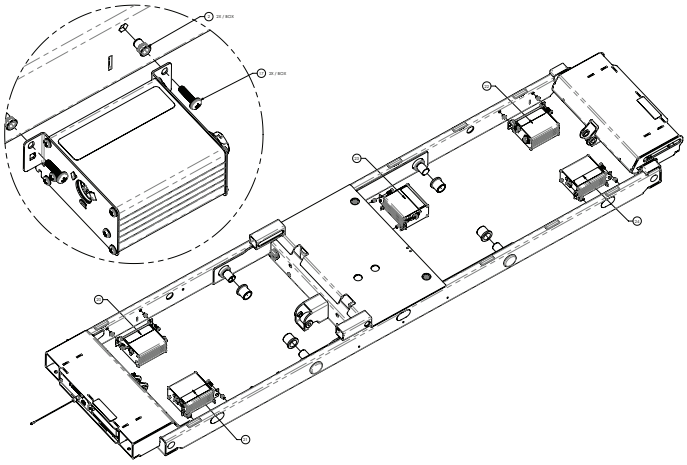

Figure 11 – Remplacement de l'ACB
7. À l'aide d'un tournevis cruciforme n° 2, retirer et conserver les deux vis (17) qui fixent l'ensemblede l'ACB au châssis de la du plan de couchage (Figure 11).
8. Soulever l'ensemble de l'ACB (20, 21) et le détacher du châssis du plan de couchage (Figure 11).